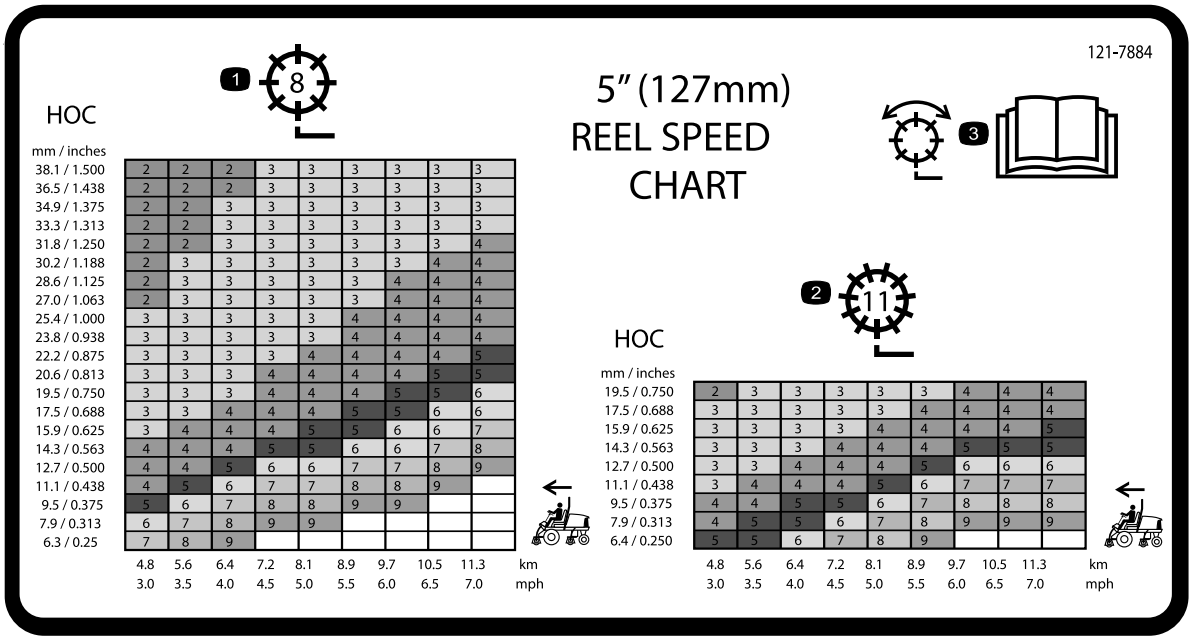
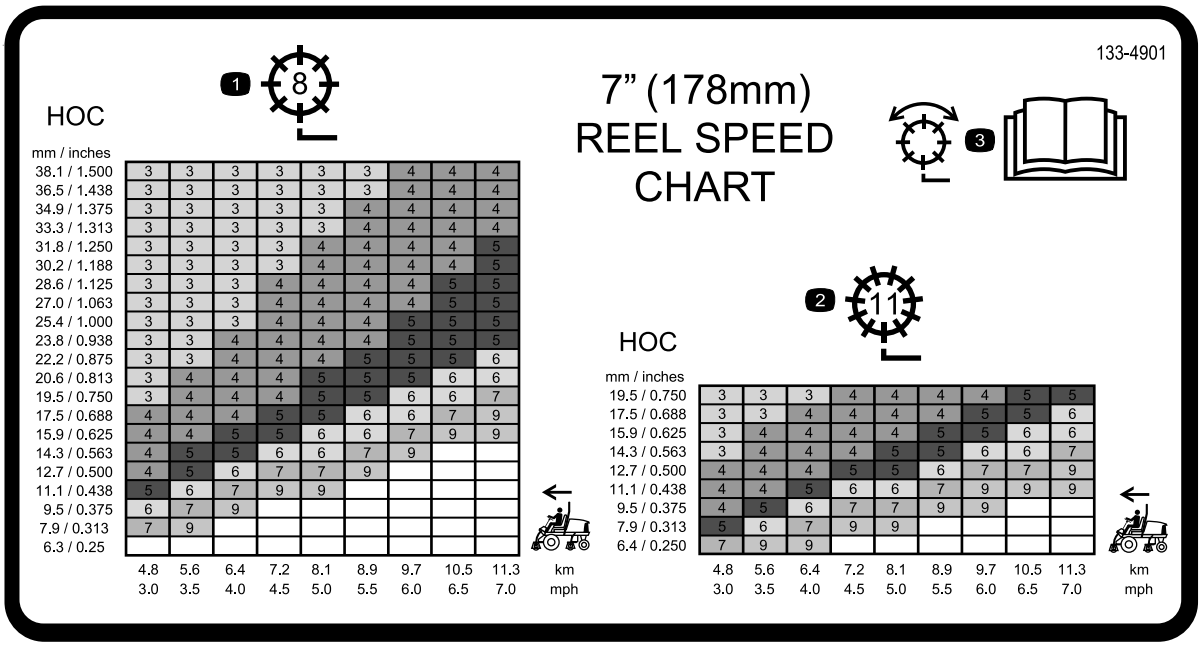

Rysunek 31
Rysunek 32
3. Etykiety z wykresem i tabelą prędkości wrzecion (Rysunek 31 i Rysunek 32) pomagają określić właściwe ustawienie prędkości wrzecion.